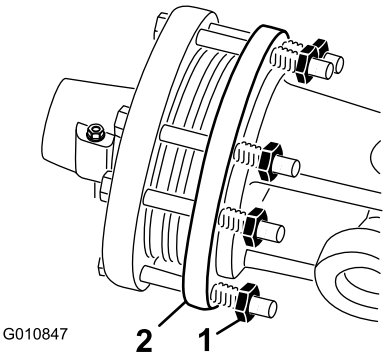

**Figuur 44**
1. Draai aan het einde van het seizoen beide moeren van de koppeling 2 slagen los (Figuur 44).